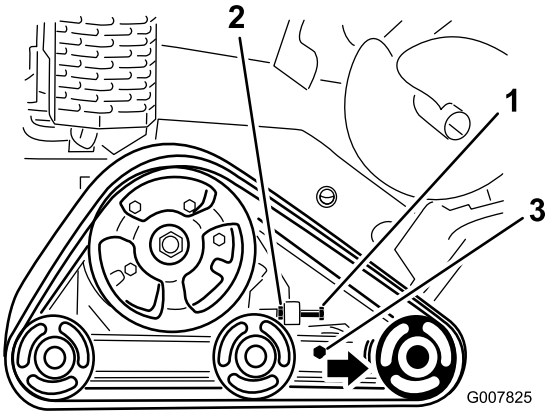

Rysunek 48
3. Poluzuj nakrętkę zabezpieczającą na śrubie napinającej gąsienicy oraz śrubach zaciskowych ramienia napinającego (Rysunek 48).
4. Dokręć śruby napinające momentem 32,5 do 40 Nm w celu zwiększenia napięcia gąsienicy (Rysunek 48).
4. Poluzuj śrubę napinającą i nakrętkę zabezpieczającą (Rysunek 48).
5. Poluzuj śruby zaciskowe (Rysunek 48).